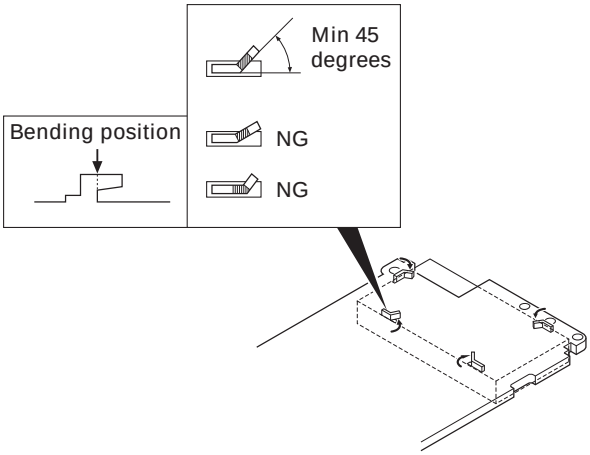

Fig. 3
(2) By pressing the LCD hardware fixture from the component side of the TX-RX PCB, you must bent all 4 tabs of the LCD hardware fixture being visible from the foil side until the bases of each tabs are folded at least 45 degrees (Fig. 3). If the bending angle of the tabs of the LCD hardware fixture is less than 45 degrees, a display error may occur.